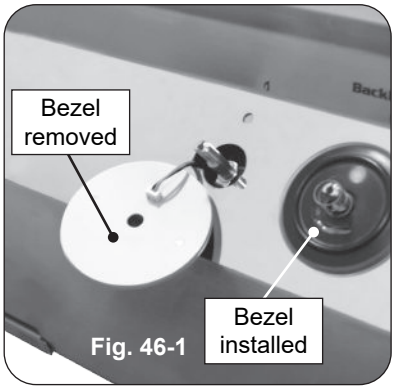

Fig. 46-1
4. Slowly lift the lighted bezels to clear the valve stems, and let rest as shown in Fig. 46-1.